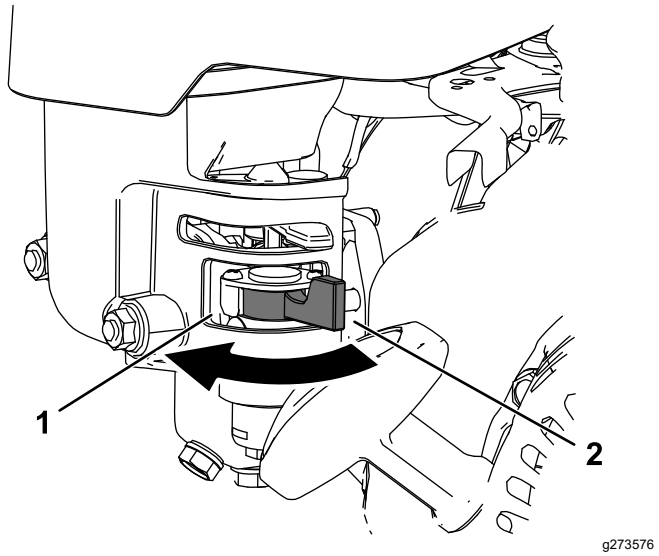

Figura 18
- Per aprire la valvola del carburante, ruotate la leva di chiusura del carburante verso la maniglia di avviamento a strappo (Figura 18).
- Per chiudere la valvola del carburante, ruotate la manopola di chiusura del carburante in direzione opposta rispetto alla maniglia di avviamento a strappo (Figura 18).